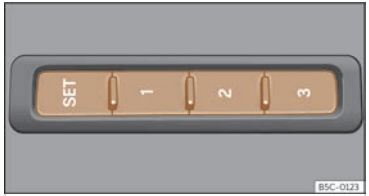

Fig. 104 On the outer side of the driver's seat: memory buttons.
- Press SET for longer than 1 second >>> **Fig. 104**.